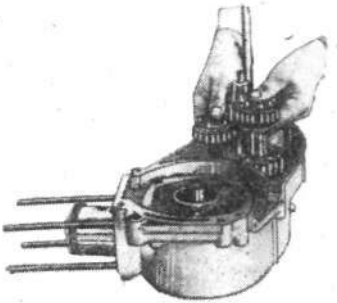

Рис. 103. Установка промежуточного вала с вилками переключения передач и шестернями двигателя ИЖ-ЮЗ.
6. Надеть шестерню *16* 1—3-й передач на промежуточный вал *17* и установить вал переключения на место, совместив заполненную солидолом впадину с зубом сектора переключения, на котором нанесена риска; одновременно положить шестерню *5* 2—4-й передач на шестерню вторичного вала 7 (рис. 103).